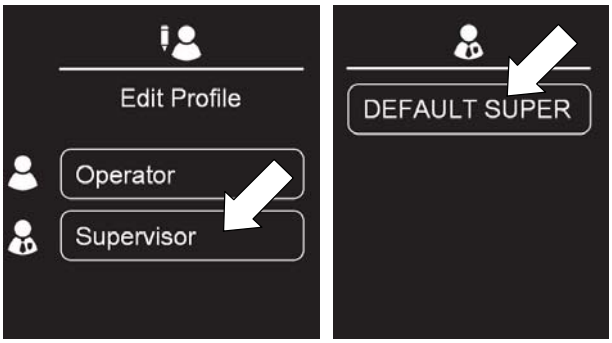

図 183
4. 管理者ボタンを押した後、デフォルト管理者ボタンを押します（図183）。